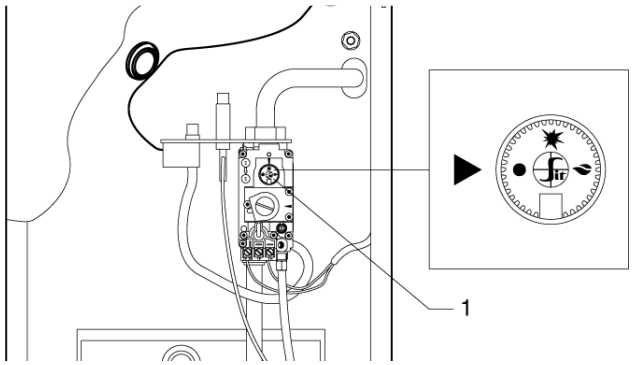

Рис. 5.2
- Нажмите и поверните ручку розжига (1) на клапане газа по часовой стрелке в положение (●) (рис. 5.2).